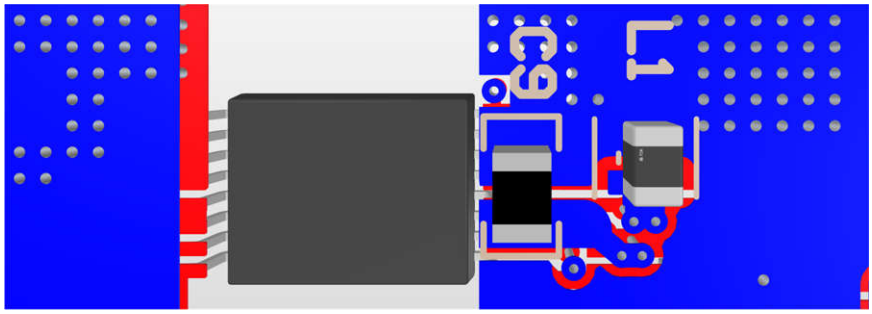

図 8-10. 底面、昇降圧、VEE LC の配置と配線
a. 2.2μF の高周波バイパス コンデンサ (C9) は、VEE および COM ピンのできるだけ近くに配置します。3MHz から 4MHz までの自己共振周波数は、3.3μH のインダクタ (L1) を選択した昇降圧コンバータのスイッチング周波数ノイズに対して低インピーダンスのデカップリングを実現するために最も理想的です。VEE 昇降圧コンバータのコンデンサと内部ローサイド MOSFET との間のスイッチング ループを低減するために、コンデンサを PCB のさまざまな側に配置し、ビアを使用して接続することも可能です。さらに、コンデンサを異なる側に配置すると、VDD ピンと COM ピンのデカップリング コンデンサの配置が簡素化されます。図 8-10 に、C9 と L1 を PCB の底面に配置する例を示します。